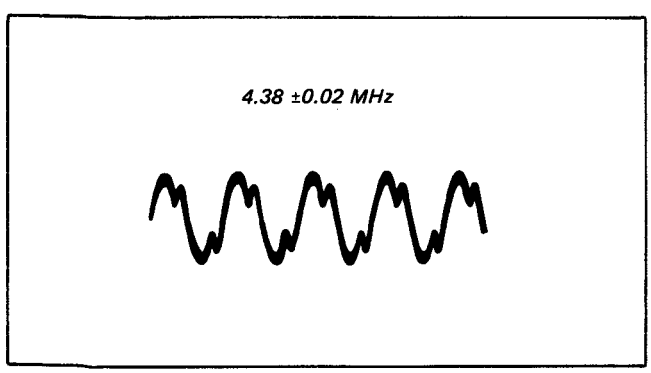

Fig. 3-10 Y FM carrier frequency adjustment
3) Turn RV505 on YM-2 board and adjust to 4.38 ±0.02 MHz. (Fig. 3-10)